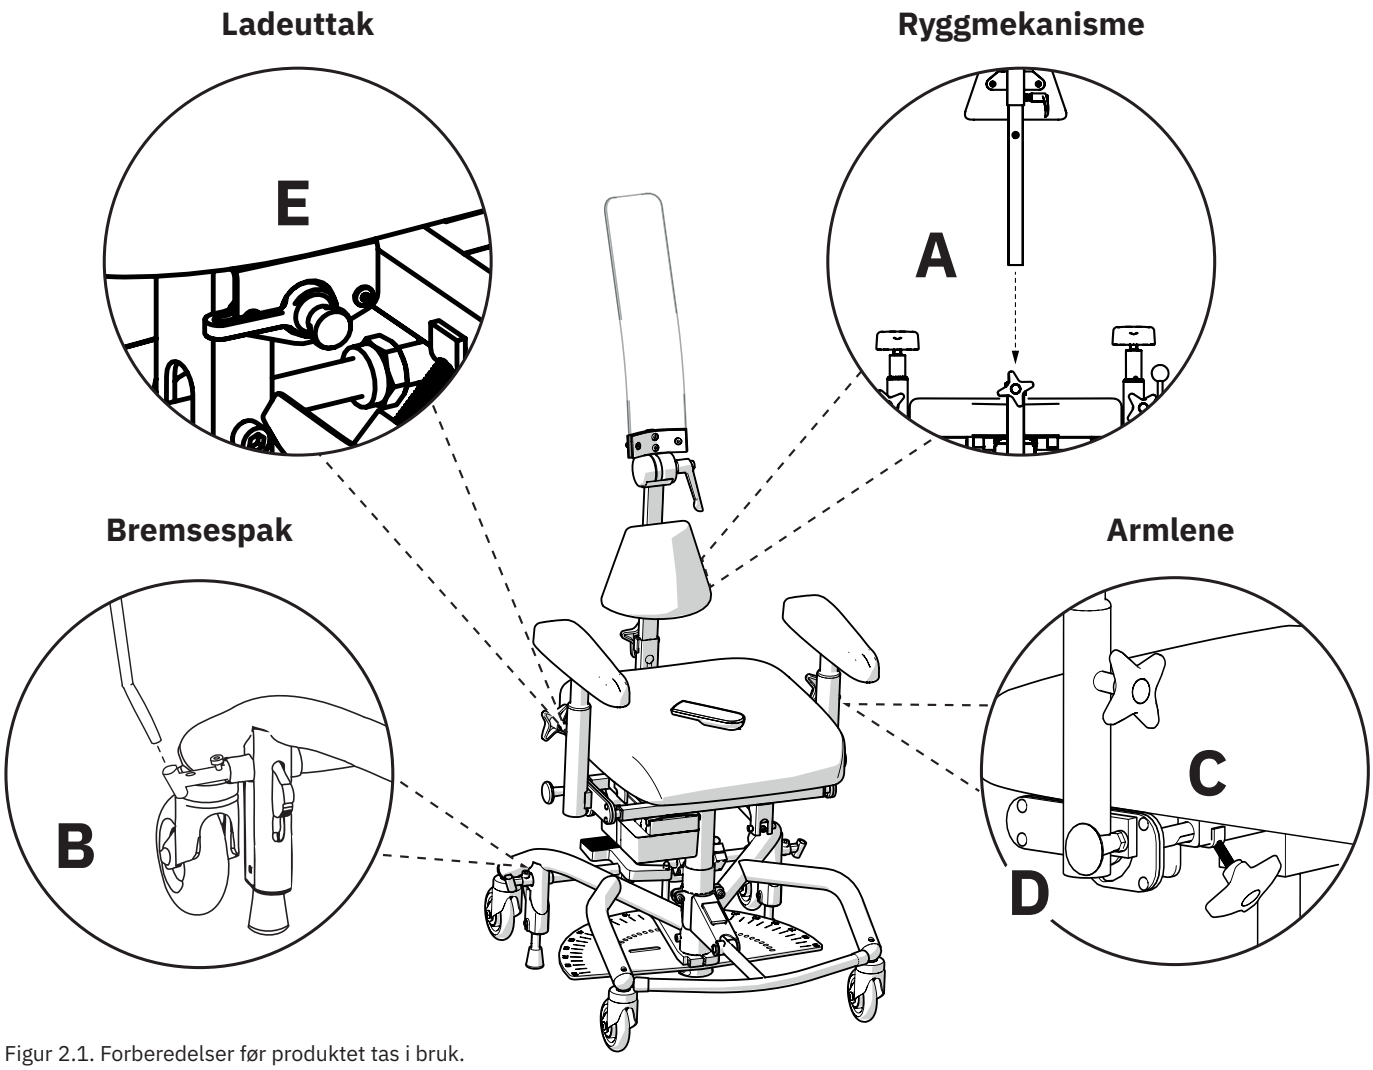

Figur 2.1. Forberedelser før produktet tas i bruk.
Sett ryggstolpen i ryggsokkelen (A), og still inn ønsket høydenivå, se figur 2.1. Trekk deretter til alle reguleringene (A). Bildet viser en av de to ryggstøttene som leveres med produktet som standard. Se 5.6 for justering av ryggstøtte og ryggmekanismer. Ryggmekanisme og ryggstøtte.
Hvis fotbremsen skal brukes, anbefales det å ikke montere bremsespaken. Hvis håndbremsefunksjonen skal brukes, monteres bremsespaken slik: Sett bremsespaken i bremsespakfestet (B), se figur 2.1. Bremsespaken kan plasseres på høyre eller venstre side.
Løsne reguleringen for armstøtten (C), og still inn ønsket høydenivå og bredde, se figur 2.1. Trekk deretter til alle reguleringene (C). Kontroller at knotten (D) klikker på plass når armlenet felles ned. Hvis ikke knotten klikker i, roterer du knotten til den klikker fast.
Før første bruk må batteriet aktiveres og/eller lades. Dette gjøres ved å koble batteriladeren til produktets ladeuttak og til en stikkontakt (E), se figur 2.1. Ladeuttaket kan være plassert på forskjellige steder på produktet. Det vanligste er at produktet leveres med ladeuttaket montert i bakkant under setet.